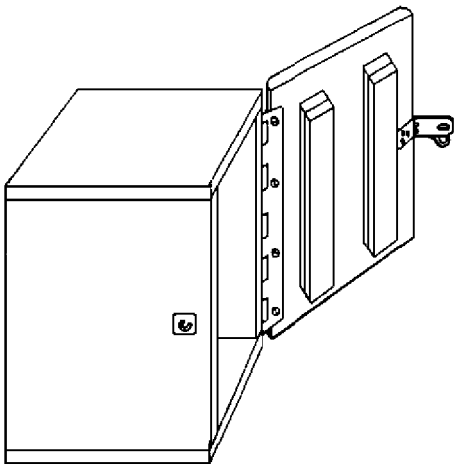

Figure 4. 6799645 Extension Shaft Housing Protector
n. Store the housing in 6799645 extension shaft housing assembly protector (figure 4).